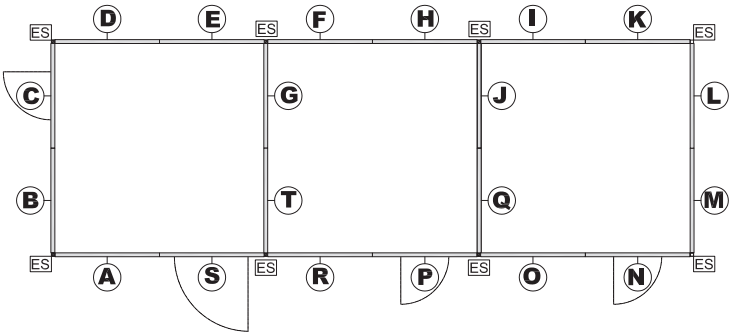

Fig. 45 Secuencia de instalación
* Verifique la posición de cada uno de los paneles fig. 45.